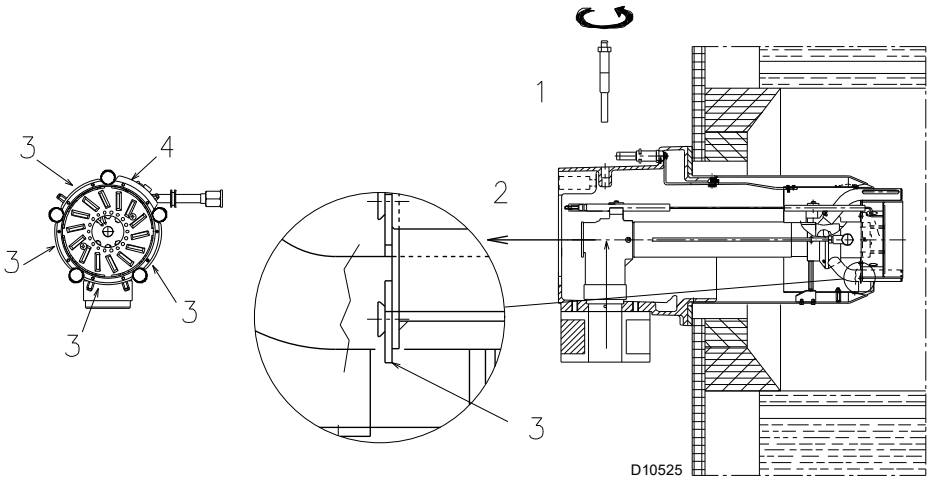

Fig. 13
- ➤ remove the screw 1)(Fig. 13) and extract the internal part 2);